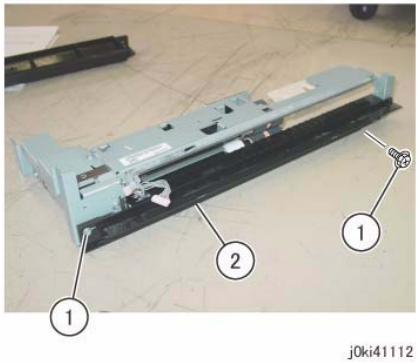

Figure 7 Remove the Lower Chute
11. Remove the Lower Chute. (Figure 7)